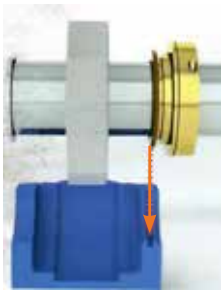

Figure 5
7. Gradually lower the shaft and bearing assembly towards the lower housing, leaving enough space between the seal assembly and the housing to allow axial positioning of the seal. Align the outer o-ring of the seal with the center seal groove of the pillow block housing (Figure 5 & 6).